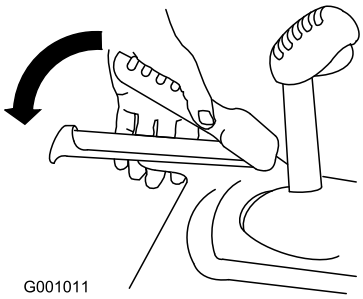

Figur 32
1. For å aktivere trekkdrivet, klem den venstre trekkfunksjonsspaken til håndtaket (Figur 32).